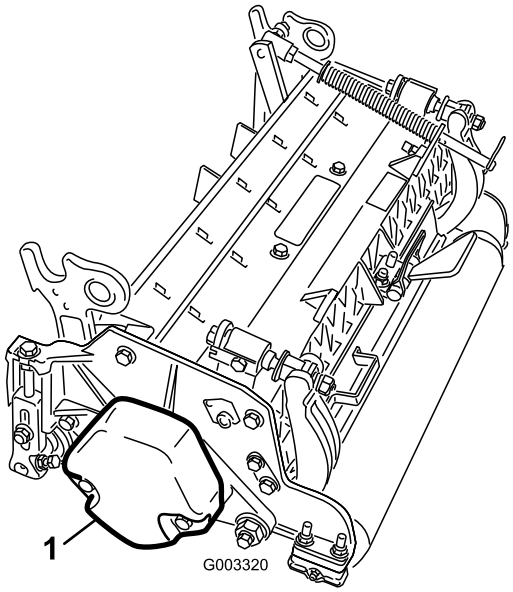

Figur 6
1. På klippenheterna 2 och 4 tar du bort de 2 huvudskruvarna som håller fast motvikten vid klippenhetens vänstra ände. Ta bort motvikten (Figur 6).